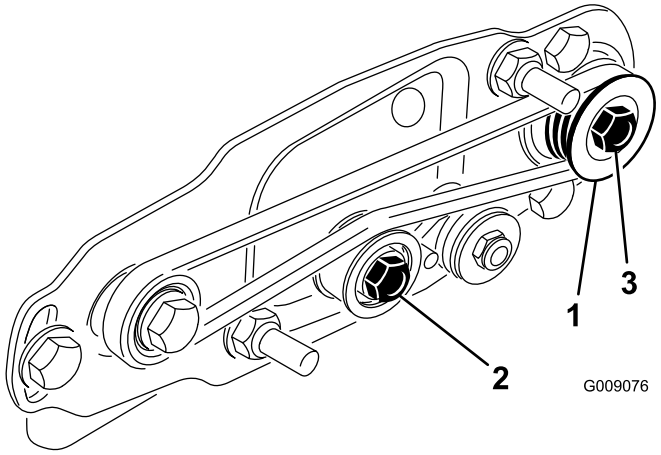
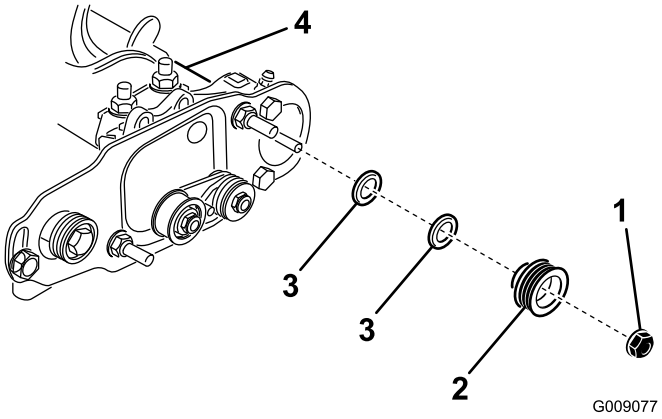

Figuur 23
Figuur 24
1. De aangedreven poelie (bij de schacht van de rolborstel) kan naar binnen of naar buiten bewegen (Figuur 23).
2. Draai de messenkooi die de aandrijfpoelie laat draaien en verwijder de riem van de poelie (Figuur 23).
3. Verwijder de borgmoer waarmee de aangedreven poelie op de borstelas is bevestigd (Figuur 23 of Figuur 24).
4. Verwijder de aangedreven poelie van de as (Figuur 24).
5. Als de poelie naar buiten moet bewegen, voegt u een afstandsstuk van 0,8 mm dik toe (Figuur 24). Als de poelie naar binnen moet bewegen, verwijdert u het bestaande afstandsstuk van 0,8 mm dik.